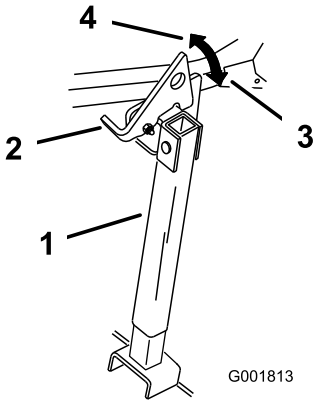

**Figur 33**
2. Løft klinken til ulåst position (Figur 33).